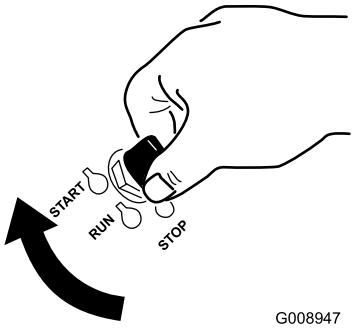

Figur 18
7. Vrid tändningsnyckeln till startläget (Figur 18). Släpp nyckeln när motorn startar.